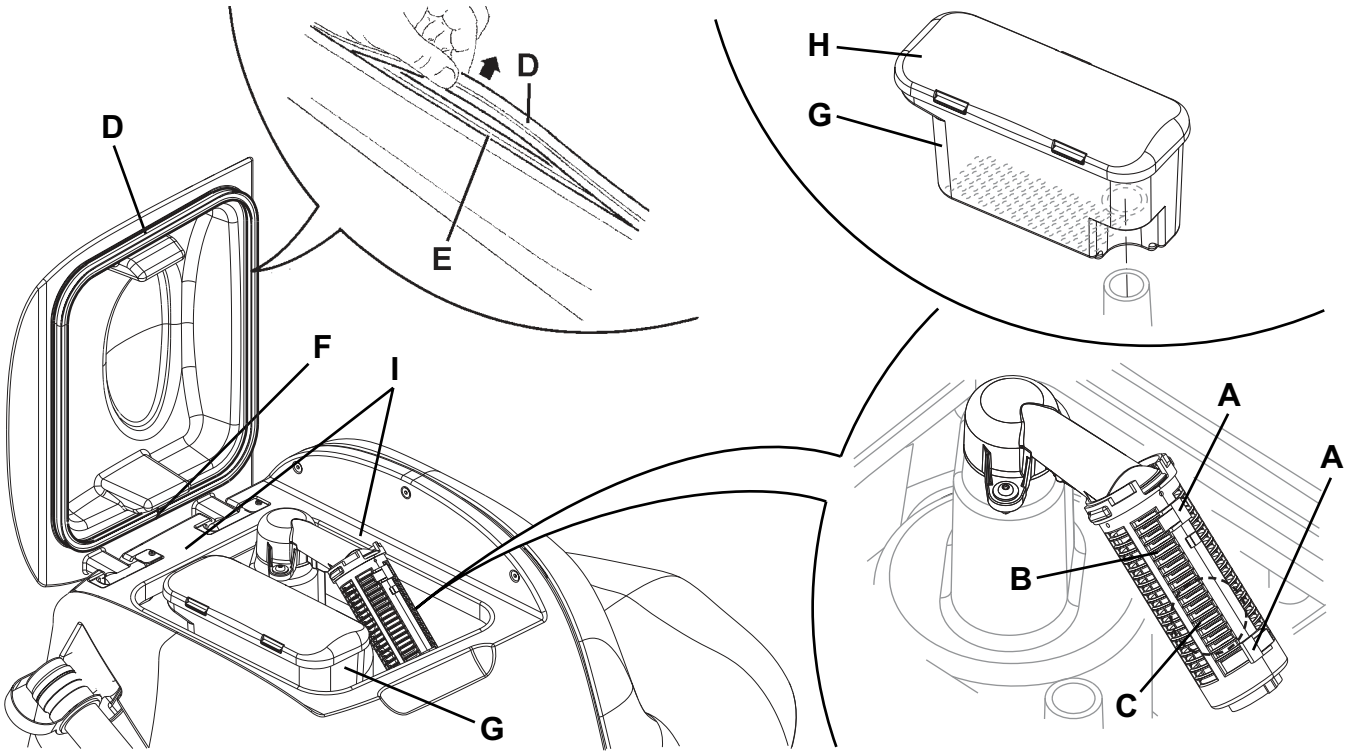

Abbildung 7
5. Sauggitter (27) reinigen, Haltevorrichtungen (A, Abb. 7) lösen, Gitter (B) öffnen und Schwimmer (C) entnehmen. Sorgfältig reinigen und wieder einbauen.
6. Behälter mit Schmutzfanggitter (26) reinigen, Sammelbehälter (G) herausnehmen und Deckel (H) abnehmen. Sorgfältig reinigen und wieder auf dem Ansaugrohr montieren.
7. Überprüfen, ob die Dichtung (D) des Tankdeckels unversehrt ist.